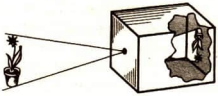

Bild 120/1
1. Die Länge einer Lochkamera beträgt 25 cm. In ihr wird ein Gegenstand abgebildet, der sich 75 cm vor der Lochkamera befindet und dessen Bild eine Höhe von 5 cm aufweist. Wie hoch ist der Gegenstand? (Bild 120/1)